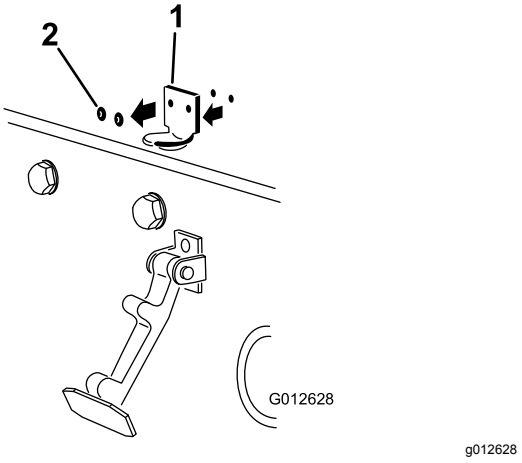

Figura 3
2. Retire los 2 remaches que sujetan el cerradero del capó al capó (Figura 3). Retire el cerradero del capó.